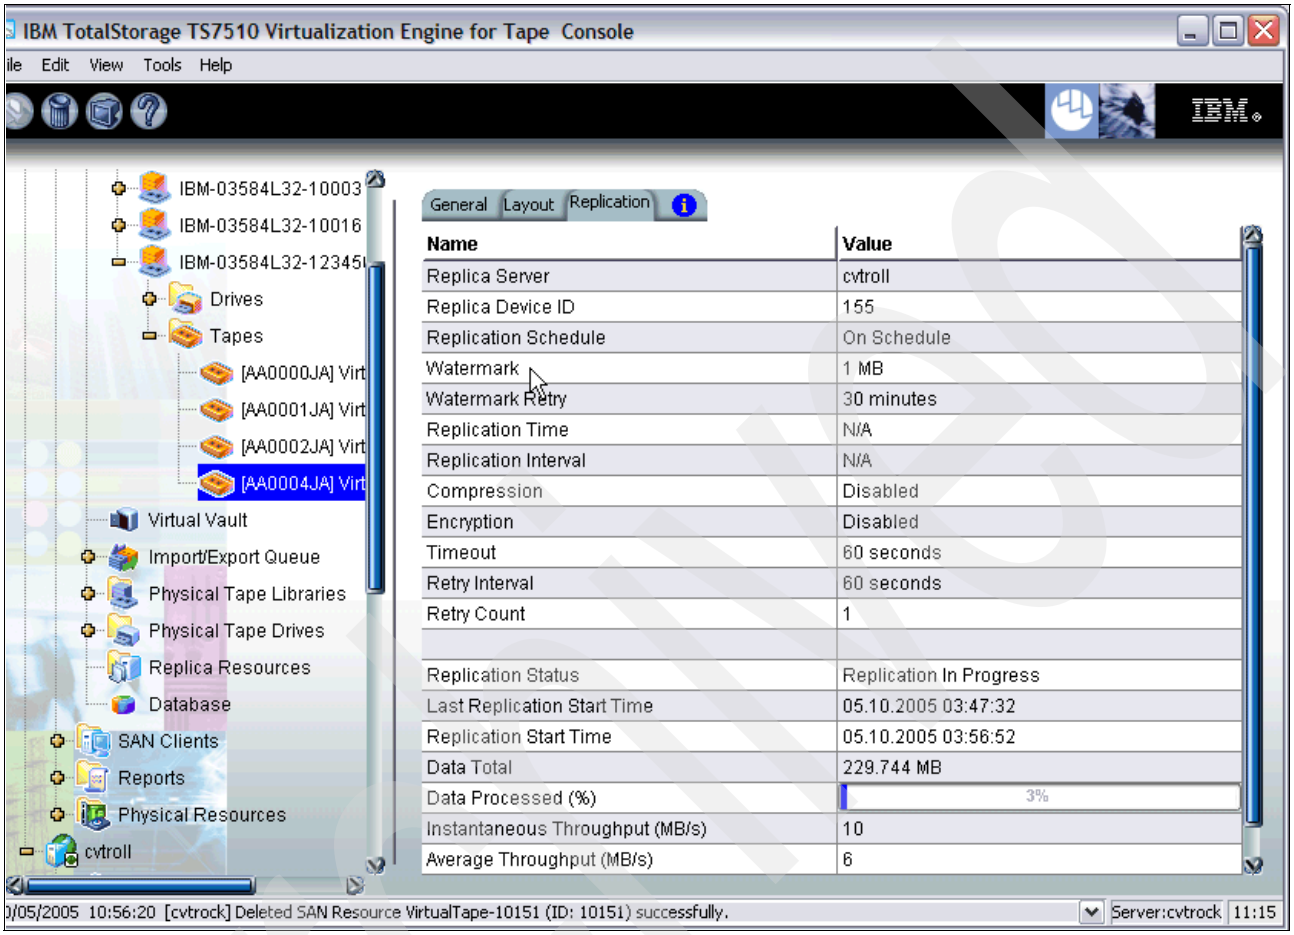

Figure 4-59 Replication status
6. You can check the status of the replication. As shown in Figure 4-59, click the **Replication** tab for the desired volume. In our example, we wrote data to volume AA0004. After dismounting, the TS7510 begins to replicate the newly changed data to the second TS7510.